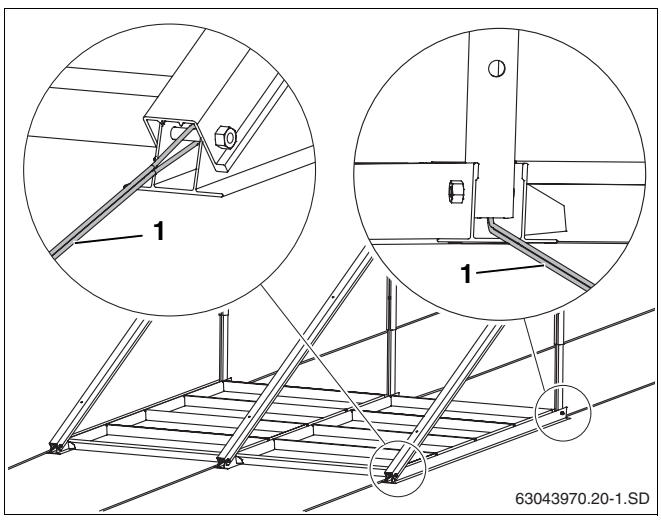

Abb. 28 Flachdachständer mit Seilsicherung
- Jeden Kollektor bauseitig mit mindestens 2 Drahtseilen (Abb. 28, **Pos. 1**) an die Schraube des unteres Profiles und an geeigneter Stelle des Daches befestigen.